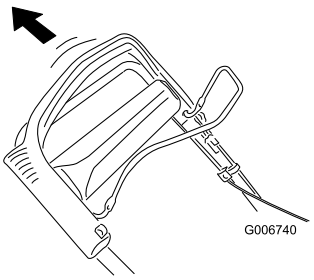

**Figur 27**
2. Træk det øverste håndtag helt bagud som vist (Figur 27).